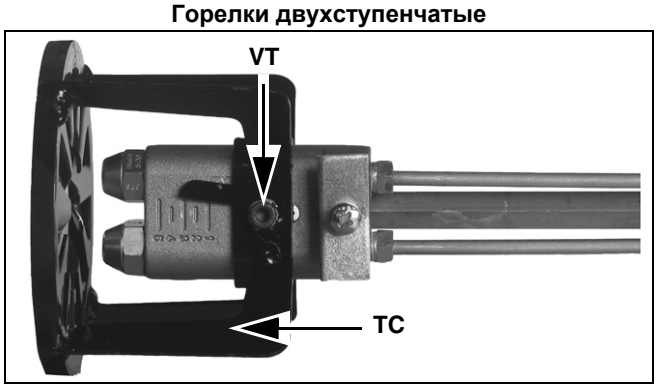

Рис. 51
- Открутить шестигранный винт VT и вынуть голову сгорания TC, как изображено на Рис. 51 - Рис. 51.
- Открутить форсунки, используя два ключа (на 16 и 24 мм), см. Рис. 51.